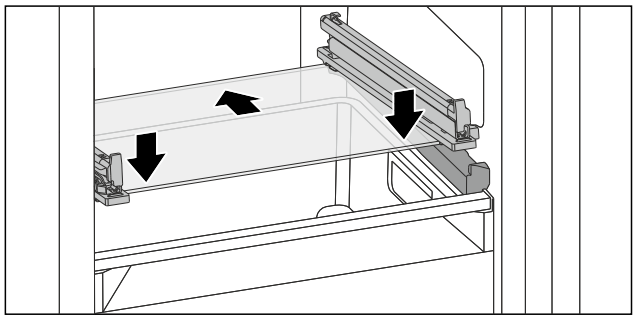

Fig. 139 Tilting drawer glass shelf
▶ Position glass shelf at an angle behind the stoppers. (see Fig. 139)